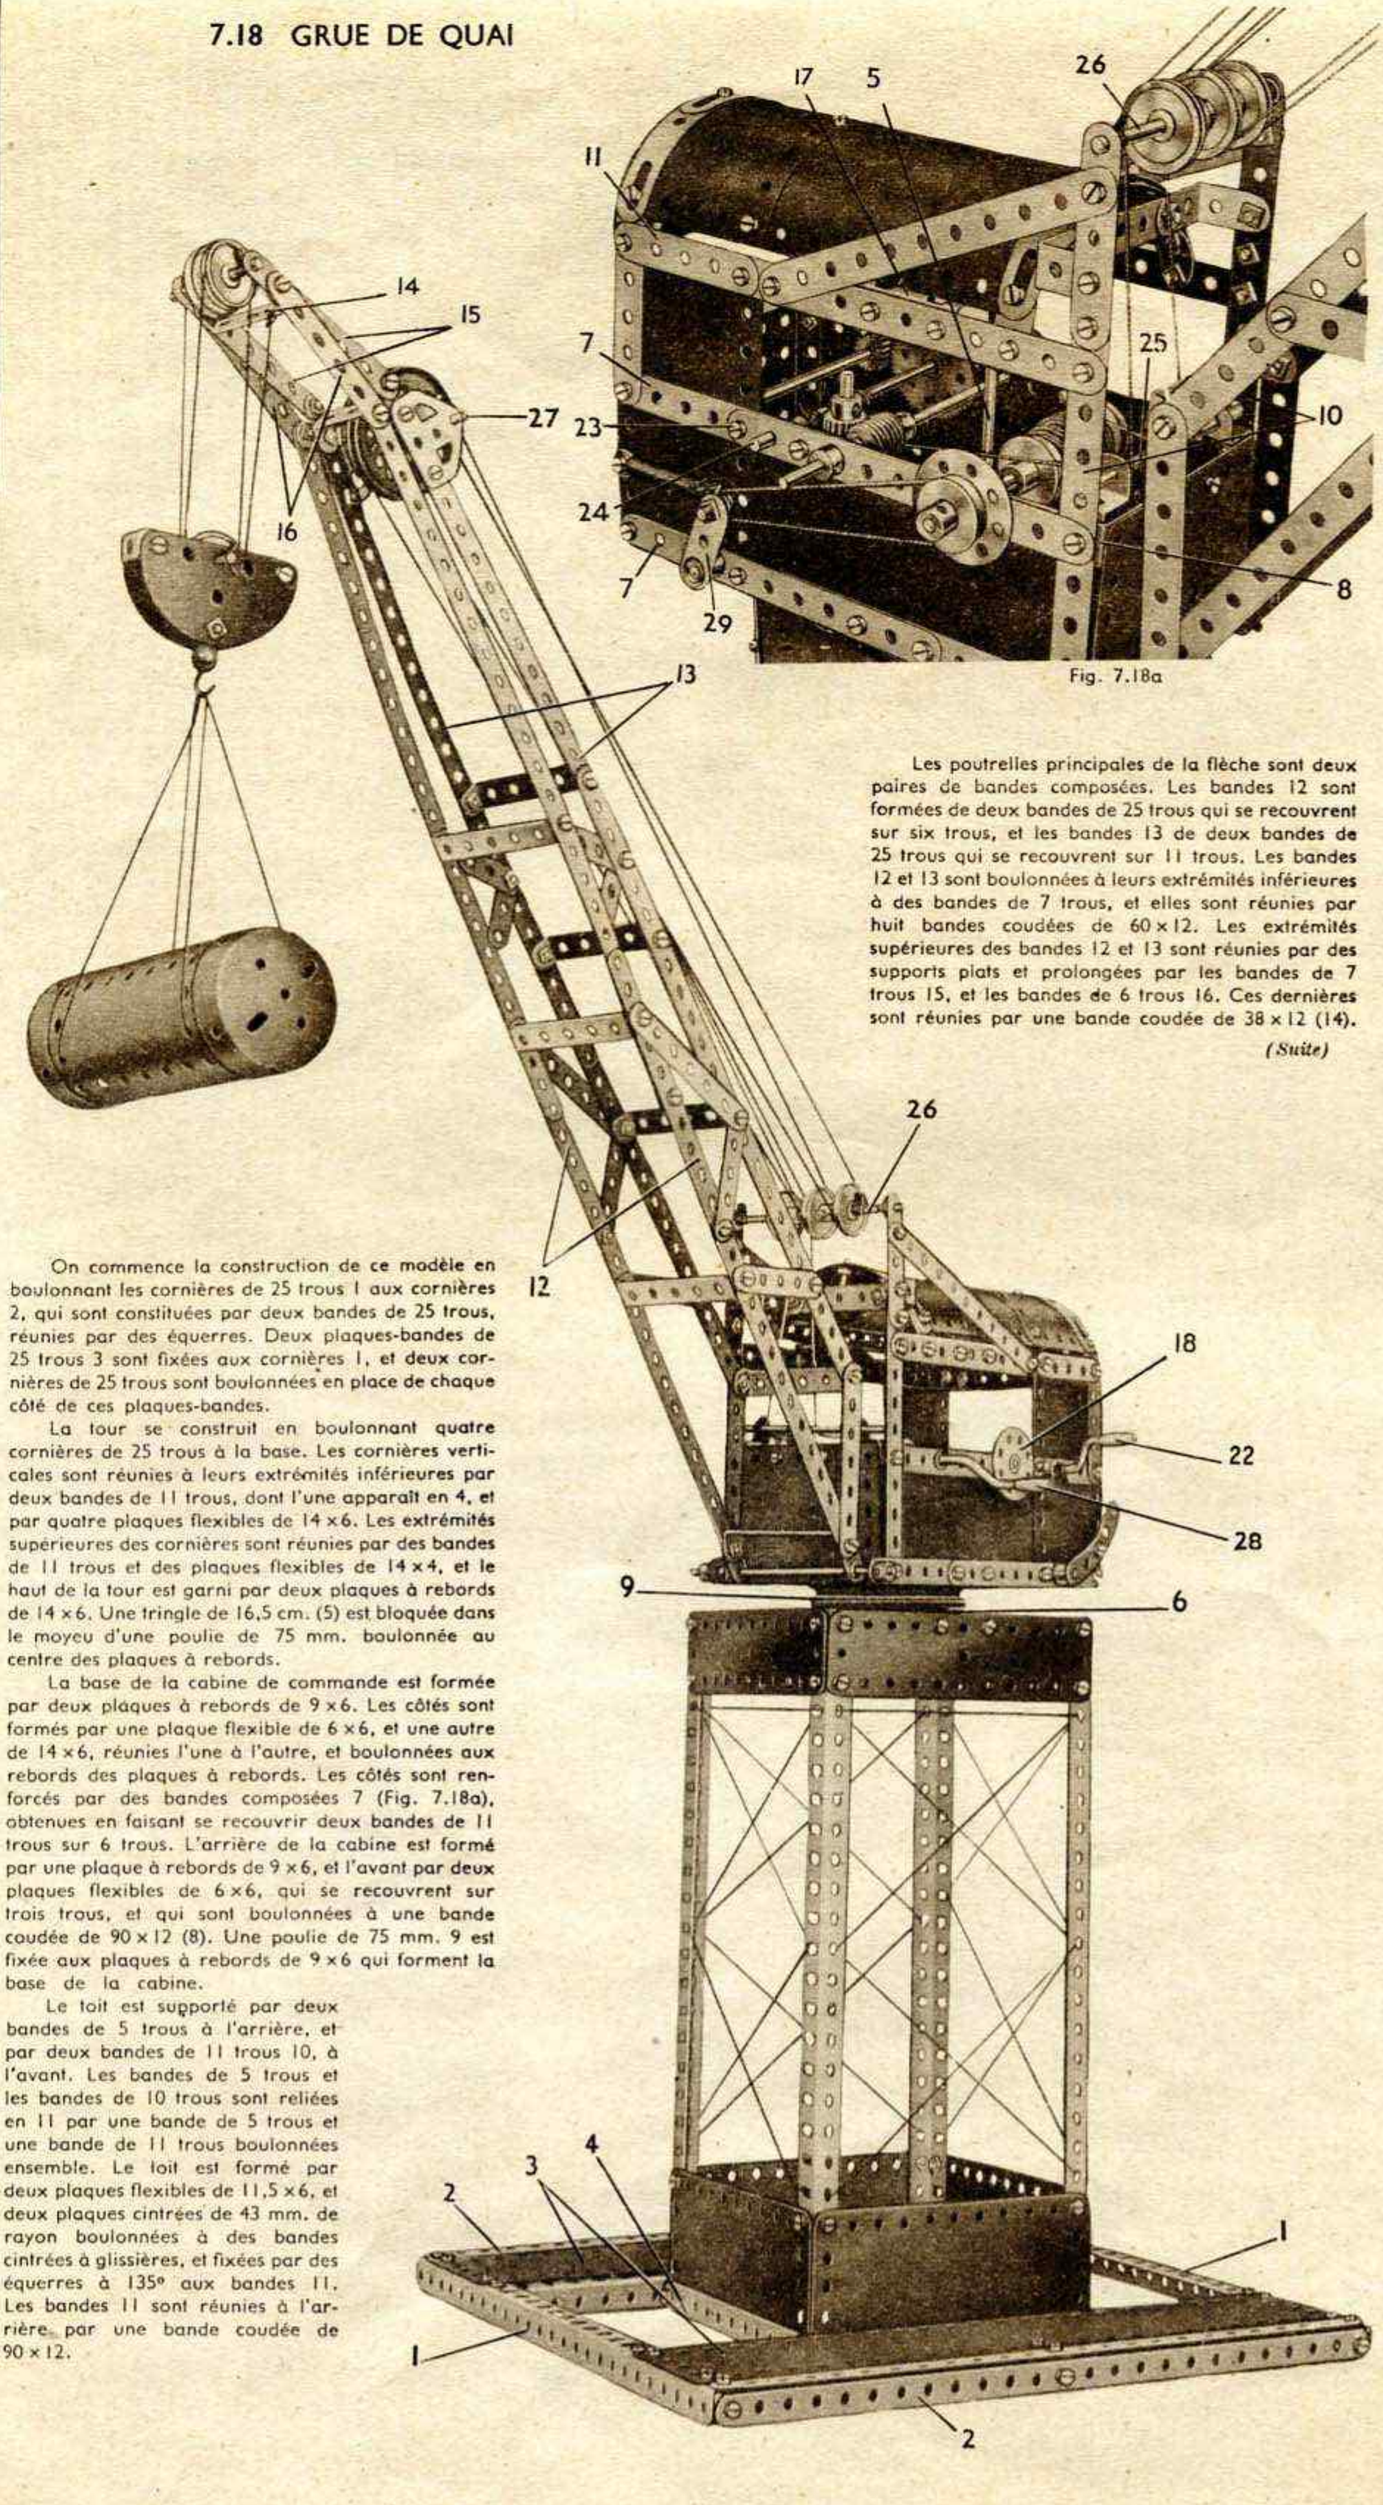

Fig. 7.18a
La base de la cabine de commande est formée par deux plaques à rebords de 9 × 6. Les côtés sont formés par une plaque flexible de 6 × 6, et une autre de 14 × 6, réunies l'une à l'autre, et boulonnées aux rebords des plaques à rebords. Les côtés sont renforcés par des bandes composées 7 (Fig. 7.18a), obtenues en faisant se recouvrir deux bandes de 11 trous sur 6 trous. L'arrière de la cabine est formé par une plaque à rebords de 9 × 6, et l'avant par deux plaques flexibles de 6 × 6, qui se recouvrent sur trois trous, et qui sont boulonnées à une bande coudée de 90 × 12 (8). Une poulie de 75 mm. 9 est fixée aux plaques à rebords de 9 × 6 qui forment la base de la cabine.
La tringle 5 (Fig. 7.18a) passe dans la poulie 9 et dans le trou central d'une bande de 5 trous fixée par des embases triangulées coudées aux bandes 11. L'une de ces embases apparaît en 17. La flèche et la cabine pivotent quand on tourne la roue barillet 18. Celle-ci est fixée sur une tringle de 13 cm. qui porte une vis sans fin qui engrène avec un pignon de 19 dents fixé sur une tringle verticale de 9 cm. Cette tringle est montée dans la base de la cabine, et dans une équerre de 25 x 25 boulonnée à l'une des bandes 7. Une poulie de 12 mm fixée sur l'extrémité inférieure de la tringle de 9 cm. est reliée par une courroie de transmission à la poulie de 75 mm. (6); la petite poulie se trouve sous la cabine.